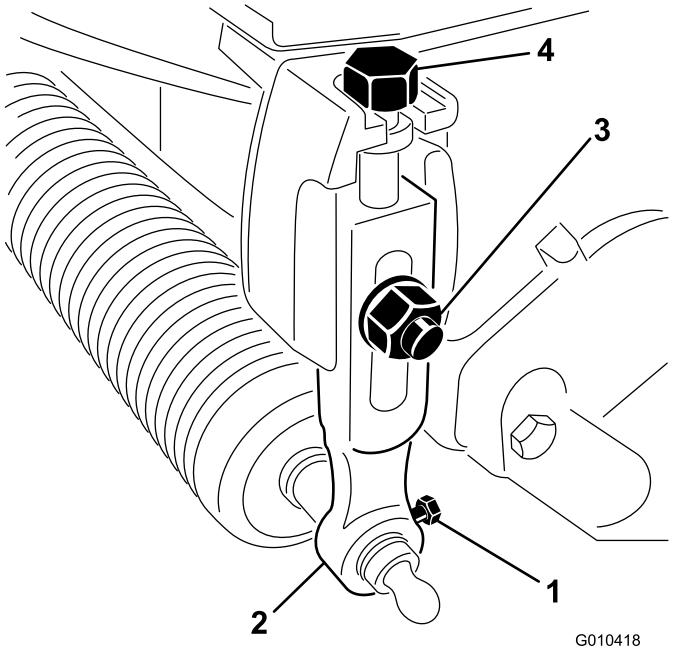

Figur 1
2. Løs de bolte, der fastgør hver ende af frontrullen til klippehøjdearmene (Figur 1).
3. Fjern brædeboltene, spændeskiverne og låsemøtrikkerne, der fastgør klippehøjdearmene til hver klippeenhed, og fjern klippehøjdearmene og rulleenheden (Figur 1).
4. Fjern klippehøjdejusterboltene fra klippehøjdearmene (Figur 1).